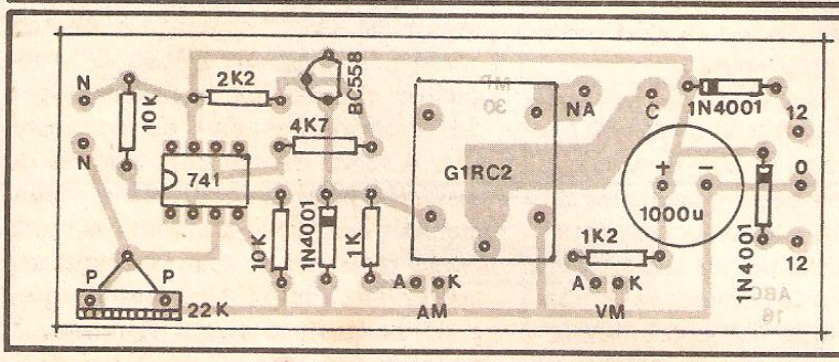
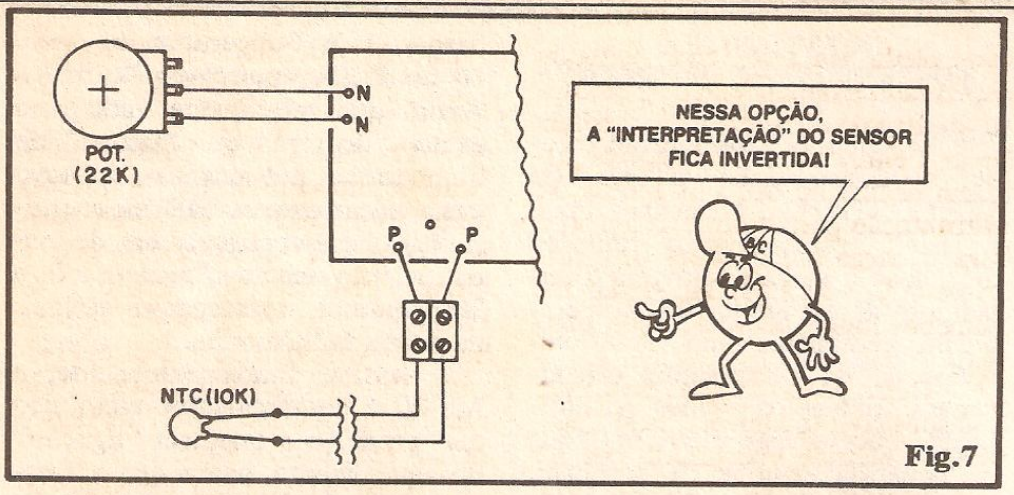
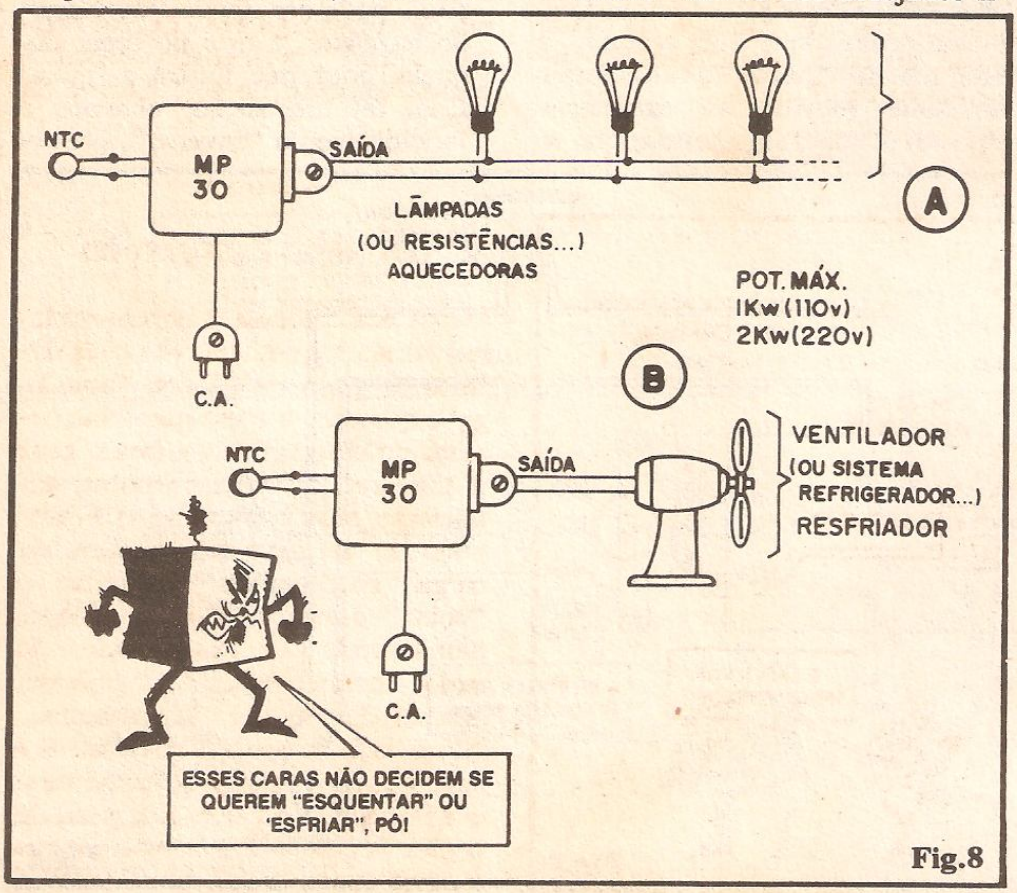
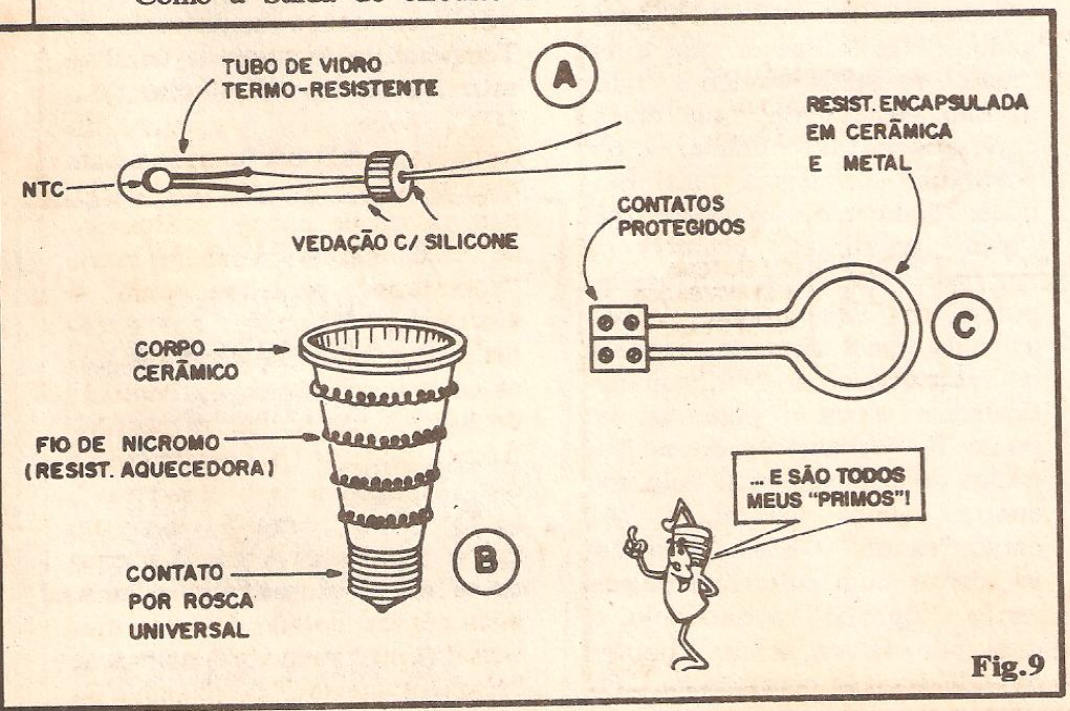

Fig.5
Fig.7
Fig.8
Fig.9
- FIG. 5 - "CHAPEADO" DA MONTAGEM - Essa é a parte "crucial" da Montagem: ao mesmo tempo a mais "gostosa" de fazer, e a "mais responsável" por eventuais defeitos ou problemas... Para evitar "galhos", o método é simples: **extrema atenção**! Cuidado na colocação dos componentes polarizados (que **não podem**, sob hipótese alguma, ser conetados invertidos à placa...), como o Integrado, o transístor, os diodos e o capacitor eletrolítico... Também o relê tem modo único e certo para conexão à placa, porém a natural "assimetria" dos seus conjuntos de terminais simplesmente **impedirá** a inserção em posição errônea... Jamais devem ser esquecidos aqueles "velhos" cuidados, objeto de um aconselhamento até "chato", de tanto que repetimos (é **preciso**, acreditem...): conferir, ao final, todos os valores, posições e polaridades dos componentes, bem como a qualidade e a "integridade" dos pontos de solda (pelo lado cobreado, é claro...), corrigindo eventuais erros "no ato"... Em Eletrônica, **jamais** devemos deixar para o final as eventuais revisões ou correções... Elas (quando necessárias...) devem ser efetuadas no **exato momento** em que se percebeu alguma falha ou incorreção... Se **tudo** estiver **mesmo** certinho, podem então ser cortadas as sobras dos terminais, pelo lado cobreado...
- **FIG. 7 - "INVERTENDO" A ATUAÇÃO DA MP-30** - É possível, com uma alteração simplíssima, "inverter" a atuação do circuito, fazendo com que ele atue como uma chave "quente liga" (originalmente sua função é "frio liga"...), que pode também ser útil em outras diversas funções de controle! Para tanto, basta eletricamente, na estrutura do próprio circuito, também "inverter" as posições relativas do termístor e do respectivo **trim-pot** de ajuste... Sem nenhuma "mexida" na placa ou no seu **lay out** natural, o **trim-pot** (um potenciômetro, no caso...) pode ser ligado "no lugar" do termístor, e este no lugar daquele, conforme ilustra a figura! Com tal disposição, obtemos o funcionamento "inverso", preser-
- FIG. 8 - ARRANJOS TÍPICOS PARA UTILIZAÇÃO - No diagrama 8-A temos um arranjo básico para utilização na função "frio liga", ou seja: aquele em que a MP-30 aciona automaticamente elementos aquecedores assim que a Temperatura controlada "caia" a um pré-determinado "limiar"... Observem que a sugestão indica o uso, como "elementos aquecedores", de simples lâmpadas incandescentes (uma solução prática muito adotada - por exemplo - em chocadeiras elétricas...), mas nada impedindo que "resistências aquecedoras" **mesmo**, industrialmente construídas para tal finalidade, sejam utilizadas... Já no diagrama 8-B, para o caso do Leitor/"Aluno" ter optado (por razões aplicativas) pelo funcionamento "inverso" (ver fig. 7) mostramos um arranjo do tipo "quente liga", com a carga representada por um ventilador, por exemplo (também pode ser um complexo sistema refrigerador, baseado em compressores, serpentinas com gás refrigerante, etc.). Com tal configuração, quando a Temperatura do meio ou fluído controlados "subir", atingindo um pré-determinado (e ajustado) degrau, a MP-30 acionará o "resfriamento" destinado a manter as "coisas" dentro dos desejados limites...
- FIG. 9 - O TERMO-SENSOR E OS ELEMENTOS AQUECEDORES, NA PRÁTICA - "Os dedos" da MP-30 são representados pelos termístor NTC... É "ele" que "sente" as variações na Temperatura (revejam a "Aula" nº 11, se já tiverem esquecido seu funcionamento...) e "traduz", eletricamente, tais condições ao circuito, para que sejam tomadas as "devidas providências"...). Pela sua importância no desempenho geral do TERMOSTATO, o sensor merece algum "respeito" e cuidado... Se, por exemplo, o meio controlado for um fluído, líquido (água ou solução química...), convém impermeabilizar bem o NTC, eventualmente encapsulando-o num tubinho de vidro termo-resistente (pirex), conforme sugere o diagrama 9-A. O tal tubinho deve ser dotado de tampa, e a vedação desta deverá ser promovida com silicone ou cola de **epoxy**... Com tal construção, o sensor poderá, "sem medo", ser "mergulhado" em qualquer líquido, mantendo suas funções, devidamente protegido... Existem, é claro, outras possibilidades de dar uma "roupa" ou proteção ao NTC, soluções que dependerão muito do tipo de aplicação, e surgirão naturalmente da criatividade e bom senso do Leitor/"Aluno"... Outro exemplo: no monitoramento/sensoreamento da Temperatura de "algo sólido" (a estrutura de um maquinário...), o NTC, pelas suas pequenas dimensões, pode ser simplesmente **colado** à conveniente superfície, com massa de **epoxy**, utilizando-se esse adesivo também como "cobertura" protetora para o termístor... Já quanto aos eventuais elementos aquecedores comandados pela Saída de Potência da MP-30, são muitas as possibilidades práticas (já mencionada a das "lâmpadas esquentadoras", na fig. 8-A...): em 9-B vemos um típico aquecedor com filamento de nicromo, com estrutura cerâmica cônica, dotado de rosca universal (tipo "lâmpada") na base... "Esquentamentos" de pequena ou
Outra possibilidade: para usar o dispositivo totalmente num "ambiente" elétrico energizado por 12 VCC (como num veículo, por exemplo...), basta "desprezar" todo o setor do circuito correspondente à sua fonte interna (transformador, diodo 1N4001 anexos), aplicando os 12 VCC disponíveis diretamente às barras cobreadas da placa, correspondentes aos percursos da alimentação CC... Nesse caso, elementos aquecedores industrialmente desenhados para trabalhar sob 12 VCC deverão ser usados, controlados diretamente pelos terminais "NA" e "C" da placa de Circuito Impresso (ver figs. 5 e 6...). Se a idéia (ao invés de "esquentar"...) for "esfriar", tudo bem, também: ventiladores ou sistemas de condicionamento para veículos normalmente trabalham sob 12 VCC e aí é só controlar tais dispositivos através dos tais contatos da placa (usar, no caso, a configuração sugerida na fig. 7...).